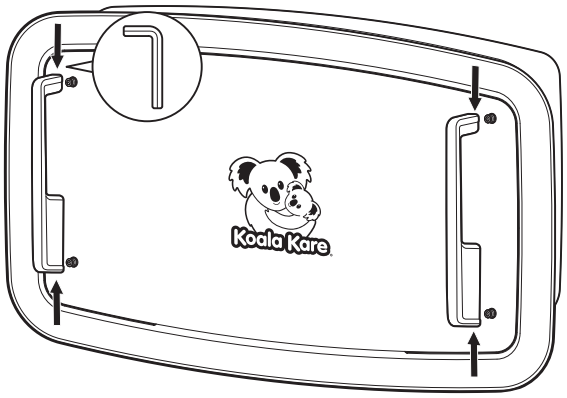

Fig. 4
- Use provided Allen wrench to tighten the set screws in the handles, securing it to the handle mounting studs. **Fig. 4**